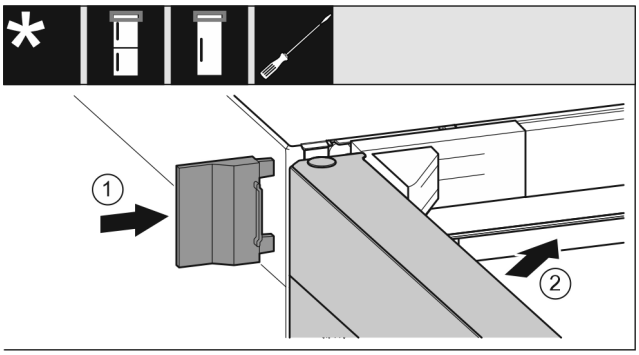

Fig. 26
▶ Insérer le cache extérieur *Fig. 26 (1)*.
▶ Fermer la porte supérieure *Fig. 26 (2)*.